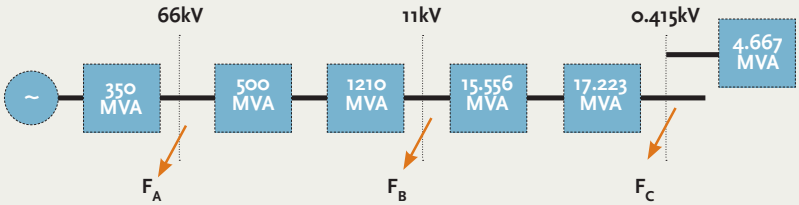

Figure 2 – MVA equivalent single-line diagram
Step 7: The single line diagram is then converted into an equivalent Fault MVA single line diagram (see Figure 2)